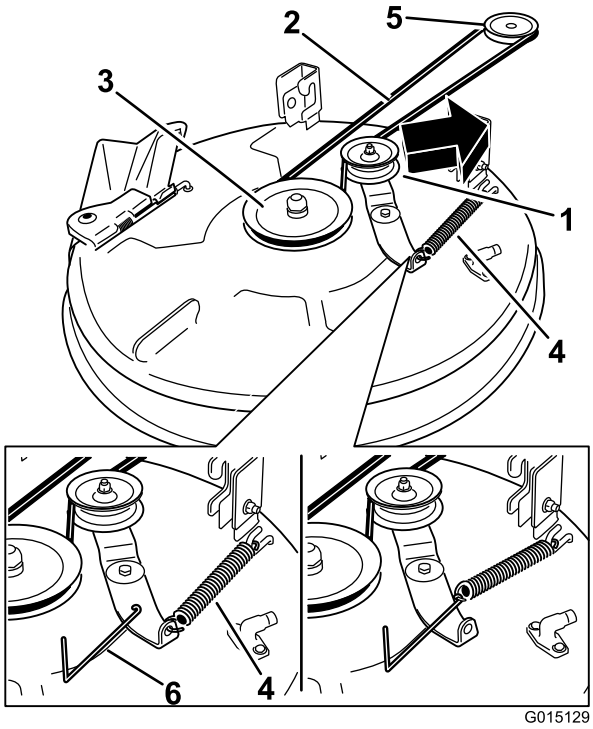
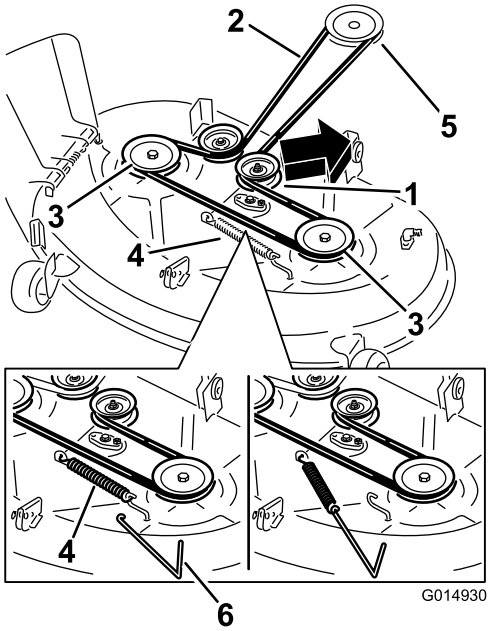

**Figur 68**
**Figur 69**
5. Bruke et fjærfjerningsverktøy (Toro-delenr. 92-5771) til å fjerne ledefjæren fra klippeenhetskroken for å fjerne spenningen på lederullen. Dra så remmen av rullene (Figur 68 og Figur 69).
6. Legg den nye remmen rundt motorremskiven og klipperskiven (Figur 68 og Figur 69).
7. Bruk et fjærfjerningsverktøy (Toro-delenr. 92-5771) til å montere ledefjæren over klippeenhetskroken og tilføre spenning til lederullen og klipperremmen (Figur 68 og Figur 69).